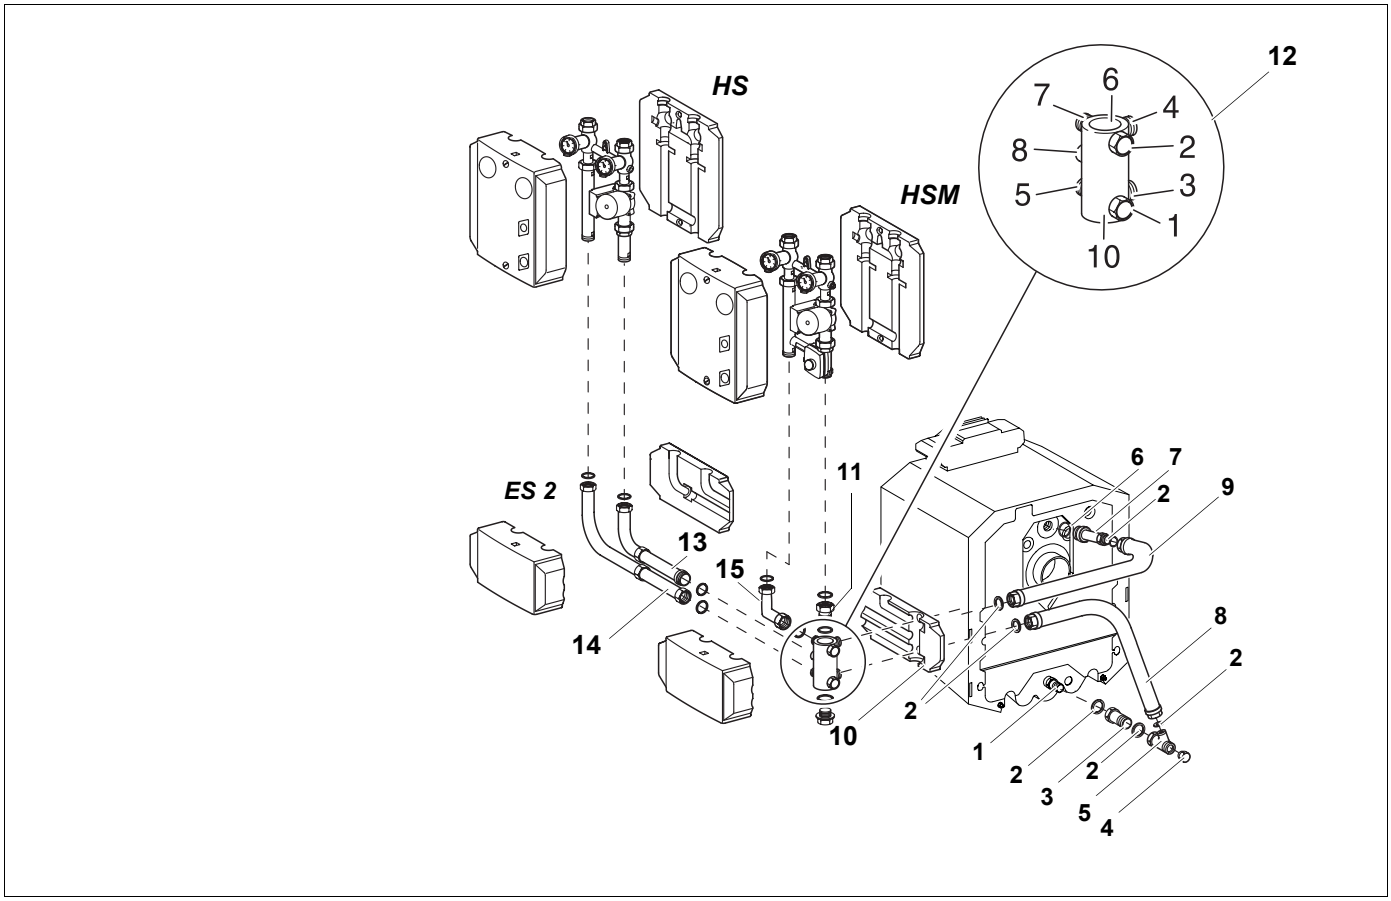

Рис. 10 Боковое подключение. правое параллельное исполнение
Экспликация к рис. 10
- Установить уплотнение в резьбовое соединение промежуточного элемента (**14**) в соответствии с рис. 10 и прикрутить промежуточный элемент к отводу N 5 многофункционального коллектора.
- Прикрутить комплект подключения отопительного контура со смесителем (HSM) или без смесителя (HS) согласно рис. 10.
- Установить отвод трубопровода с уплотнением (короткая сторона) (рис. 10).